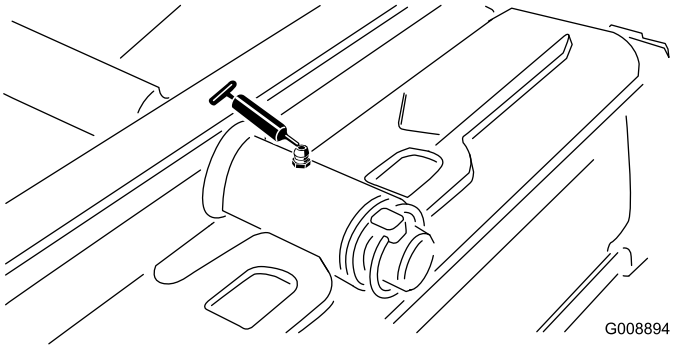

Figuur 50
- Draaipunt van achtermaaidek (Figuur 50)